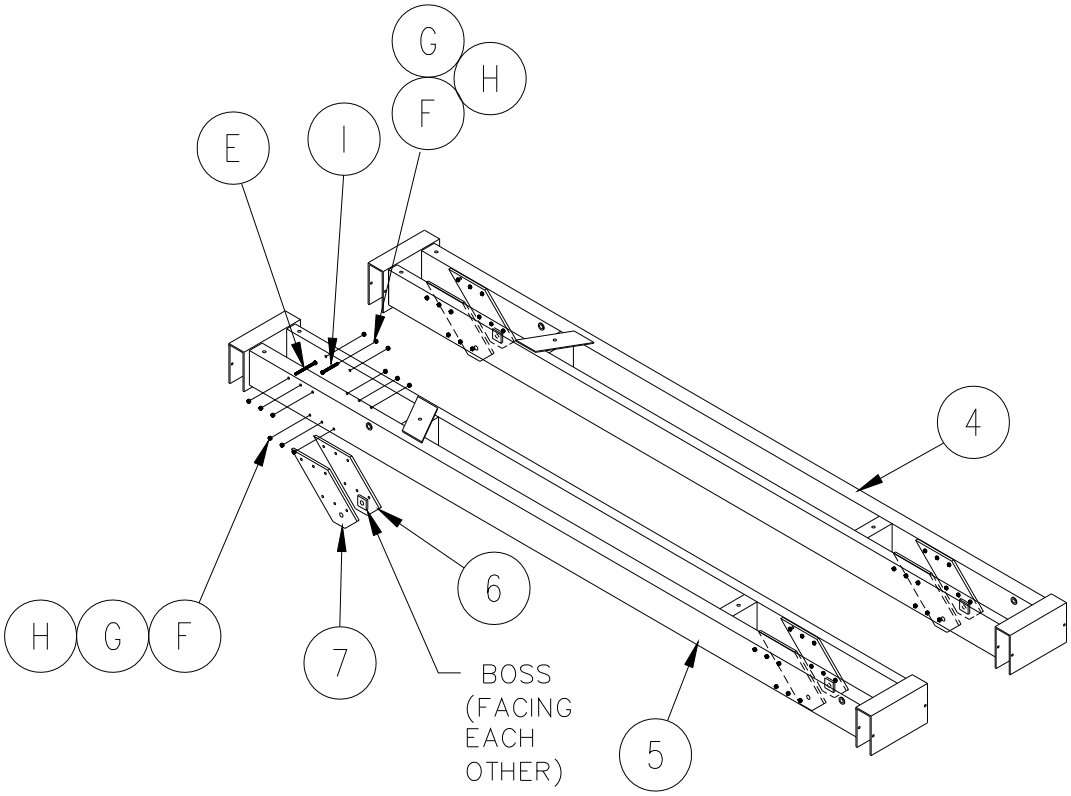

Figure 3-2.
1. **Refer to Figure 3-2.** Install the left (6) and right (7) cylinder support plates onto both ends of the right hand main frame (5). Install cylinder support plates so that the welded bosses on the support plates are facing each other.
2. Secure the cylinder support plates with hardware E, F, G, H, & I. Use fastener (E) in the 3” wide frame tube. Use fastener (I) in the 2” wide tube frame. Install bolts so that the nuts are on the outside of frame.
3. Repeat steps 1 and 2 above to assemble left hand main frame (4).